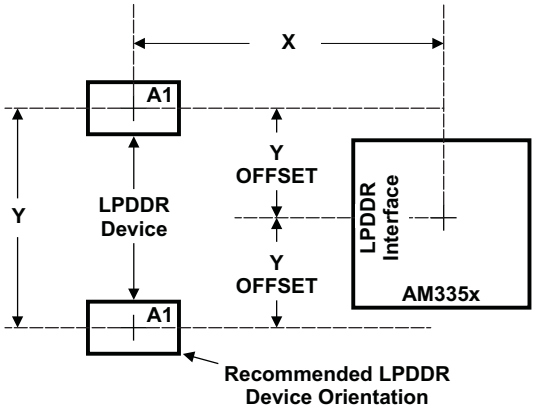

Figure 7-34. AM335x Device and LPDDR Device Placement
Figure 7-34 shows the required placement for the LPDDR devices. The dimensions for this figure are defined in Table 7-35. The placement does not restrict the side of the PCB on which the devices are mounted. The ultimate purpose of the placement is to limit the maximum trace lengths and allow for proper routing space. For single-memory LPDDR systems, the second LPDDR device is omitted from the placement.
(1) LPDDR keepout region to encompass entire LPDDR routing area.
(2) For dimension definitions, see Figure 7-34.
(3) Measurements from center of AM335x device to center of LPDDR device.
(4) For single-memory systems, TI recommends that Y offset be as small as possible.
(5) w is defined as the signal trace width.
(6) Non-LPDDR signals allowed within LPDDR keepout region provided they are separated from LPDDR routing layers by a ground plane.